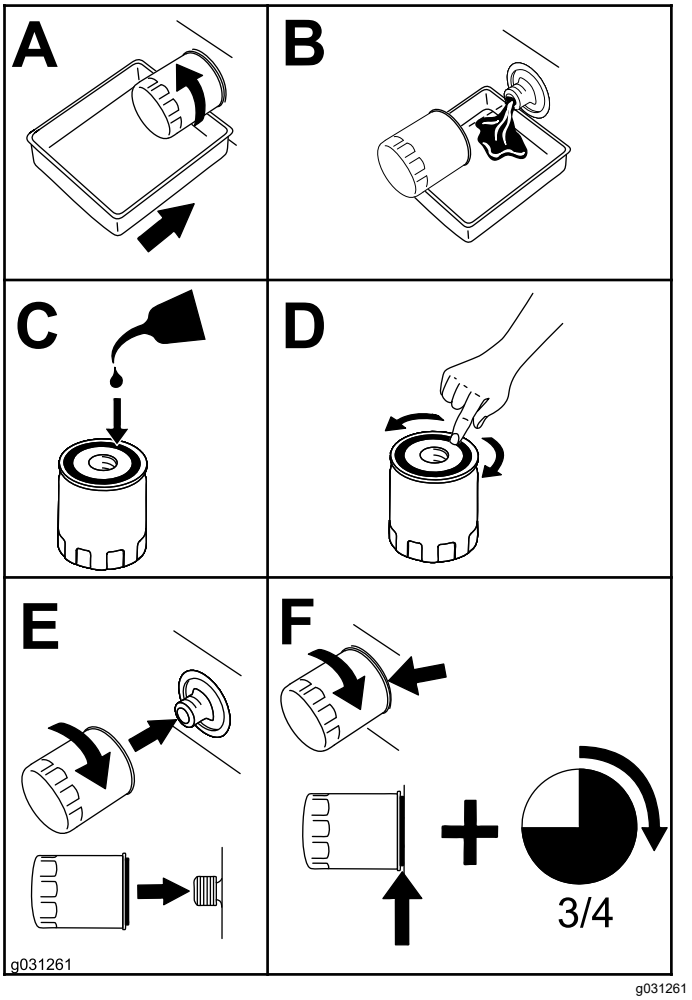

Figura 54
4. Sustituya el filtro de aceite del motor según se muestra en la Figura 54.